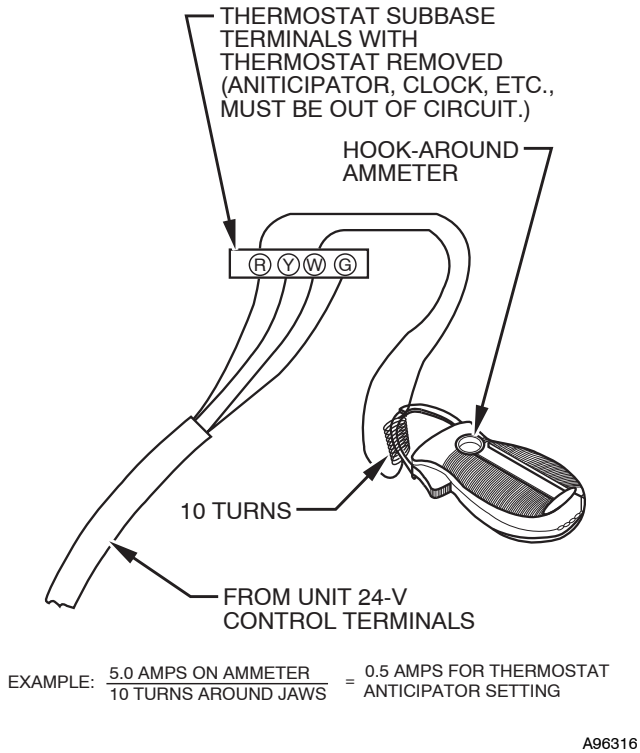

Fig. 64 - Amp. Draw Check with Ammeter
2. Connect an amp meter across the R and W subbase terminals or R and W wires at wall. See Fig. 64.